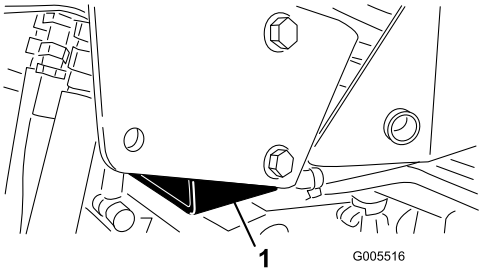

Figur 34
- Høyre side – under jekkputen og ved siden av støttebraketten for veltebøylen (Figur 34)